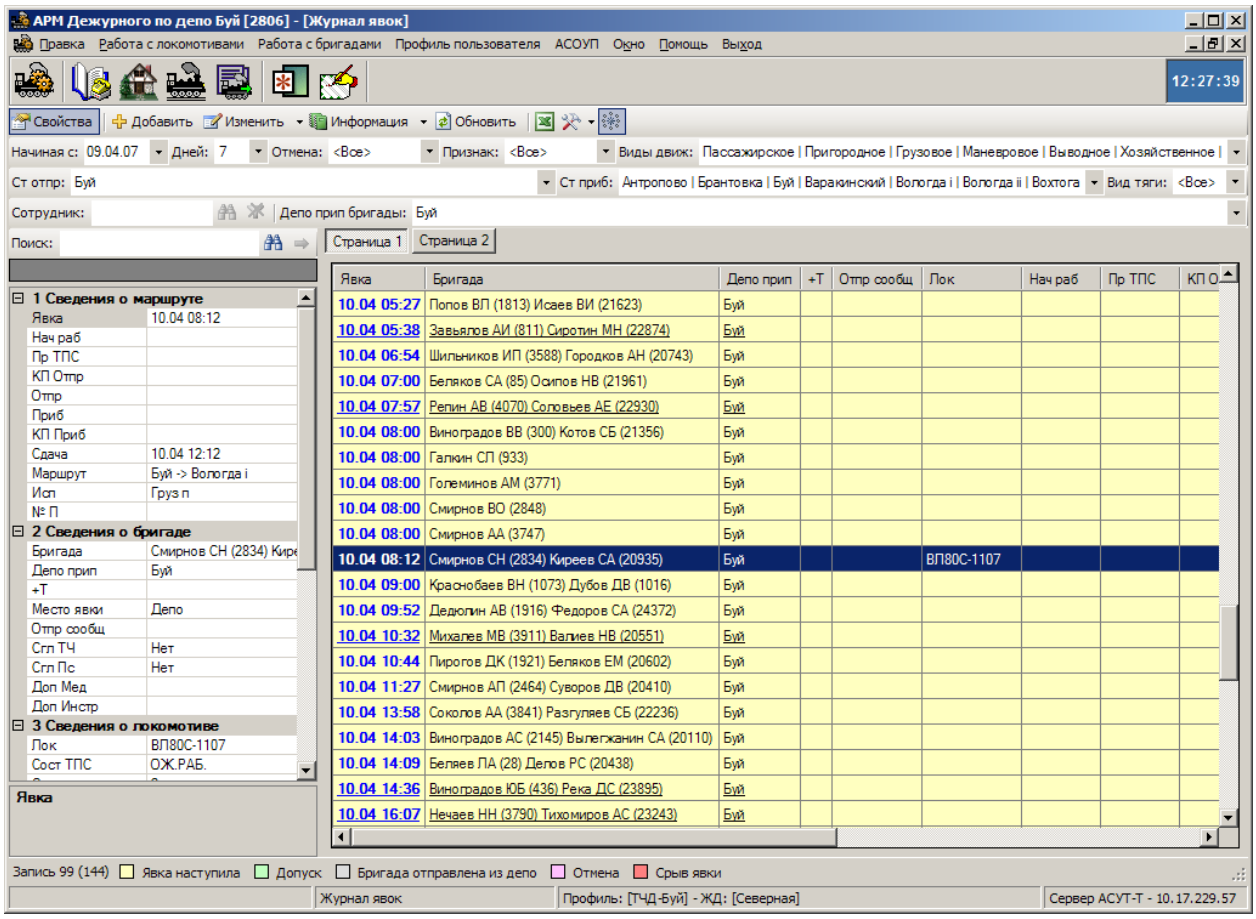

Рисунок 5.20 – Журнал явок в АРМ ТЧД
1. Откройте «Журнал явок» нажатием кнопки или нажатием сочетания клавиш Ctrl+J (Рисунок 5.20).